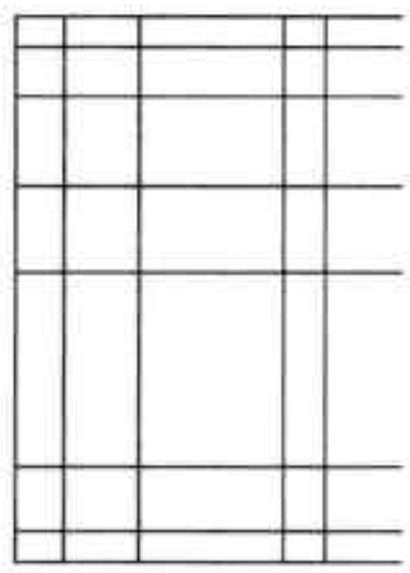

图21-83 偏移直线
Step 04 执行“偏移”命令，以竖直线段为起始边，向右依次偏移 5、8、15 和 4，如图 21-83 所示。